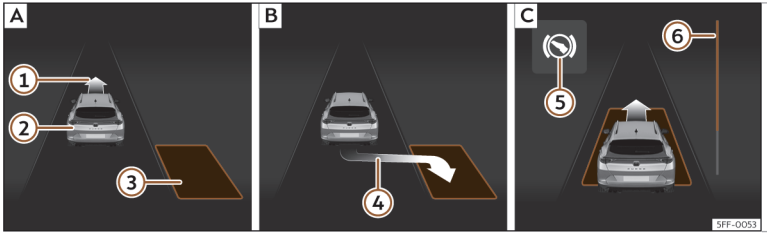
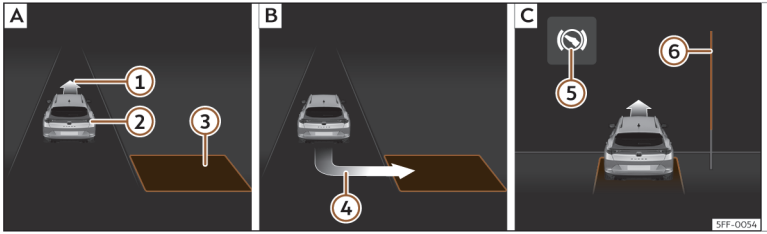

Abb. 180 Am Bildschirm des Kombi-Instruments: längs einparken. A Parklücke suchen. B Position zum Einparken. C Rangieren.
Abb. 181 Am Bildschirm des Kombi-Instruments: quer einparken. A Parklücke suchen. B Position zum Einparken. C Rangieren.
• Schauen Sie auf der Bildschirmanzeige im Kombi-Instrument, ob die Parklücke als „geeignet“ erkannt wurde und ob die korrekte Position zum Einparken››› Abb. 180 B oder››› Abb. 181 B erreicht wurde. Die Parklücke wird als „geeignet“ betrachtet, wenn auf dem Bildschirm des Kombiinstruments die Anzeige zum Einparken erscheint ④.
• Fahren Sie rückwärts, bis das Dauertonsignal des ParkPilot ertönt; **ODER:** fahren Sie zurück, bis auf dem Bildschirm des Kombi-Instruments die Anzeige für Vorwärtsfahren ››› Abb. 180 C oder››› Abb. 181 C erscheint; **ODER:** fahren Sie zurück, bis am Bildschirm des Kombi-Instruments die Meldung **Park Assist beendet** erscheint. Die Fortschrittsanzeige ⑥ zeigt den zurückzulegenden Abstand an››› Seite 298.
• Fahren Sie vorwärts, bis das Dauertonsignal des ParkPilot ertönt; **ODER:** fahren Sie vorwärts, bis am Bildschirm des Kombi-Instruments die Anzeige zur Rückwärtsfahrt erscheint. Der Parklenkassistent lenkt das Fahrzeug vorwärts und rückwärts bis es in der Parklücke zentriert ist››› Abb. 180 C oder››› Abb. 181 C.
Die Fortschrittsanzeigen ››› Abb. 180 ⑥ und››› Abb. 181 ⑥ im Display des Kombiinstruments zeigt symbolisch die noch zu fahrende relative Fahrstrecke an. Je länger die Distanz ist, desto größer ist der Füllstand des Fortschrittsbalkens. Bei Vorwärtsfahrt nimmt die Füllung des Fortschrittsbalkens nach oben ab und bei Rückwärtsfahrt nimmt die Füllung des Fortschrittsbalkens nach unten ab.